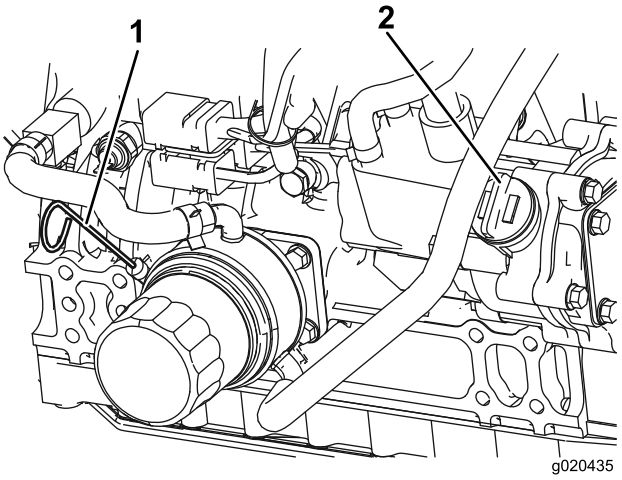

Рисунок 10
3. Извлеките масломерный щуп, протрите его, вставьте в трубку и снова извлеките. Уровень масла должен доходить до отметки Full (Полный) (Рисунок 10).
4. Если масло ниже метки Full (Полный), снимите крышку маслозаливной горловины (Рисунок 10) и добавляйте масло до тех пор, пока его уровень не достигнет метки Full (Полный). **Не допускайте переполнения.**